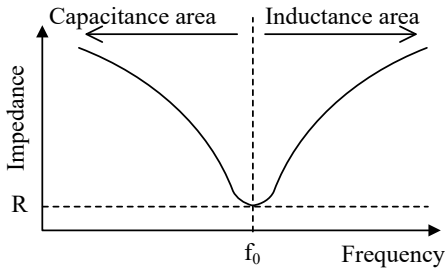

Figure 9-2. Impedance of Resonant Circuit
When the frequency, f, changes, the impedance of resonant circuit will change as shown in Figure 9-2.
When 2πfL = 1/2πfC, $\dot{Z}$ of Equation (2) becomes the minimum value, R (see Figure 9-2). In the case, ω is calculated by Equation (3).